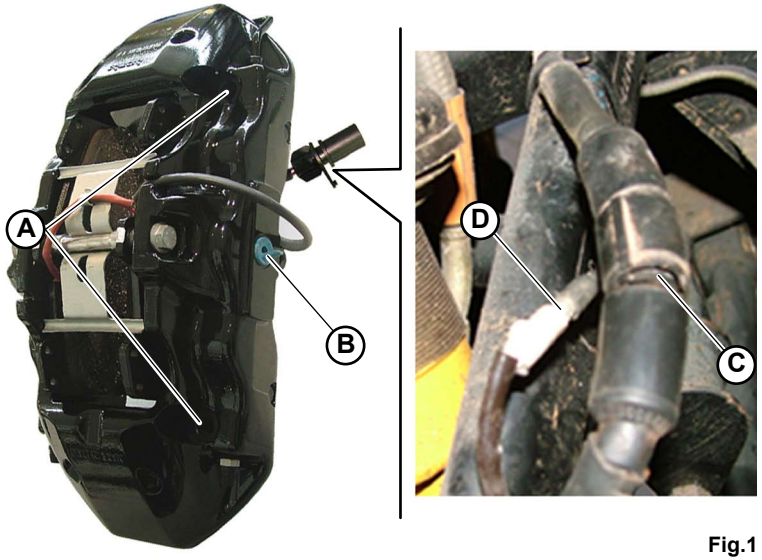

Fig.1
4. Connect the ABS connector (**C-Fig.1**).
5. Connect the connector for the pads (**D-Fig.1**).